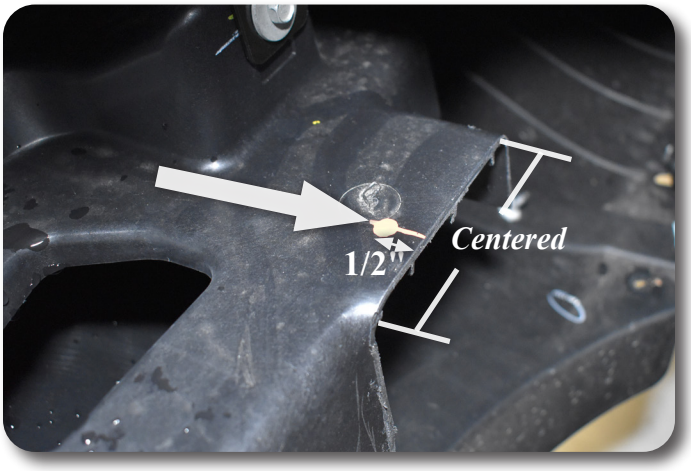

Figure 36
4. Using the provided bracket measure out 1- 1/2", Fig. 36. Mark where to drill the hole. Figure 21A,21B
4. Using the provided bracket position so that the fastener is flush with the cut out. (See Figure 57) Drill a 3/8" hole offset 1/2" from the cut edge. Center between the 2 ridge lines of supporting material. Shown in Figure 36.